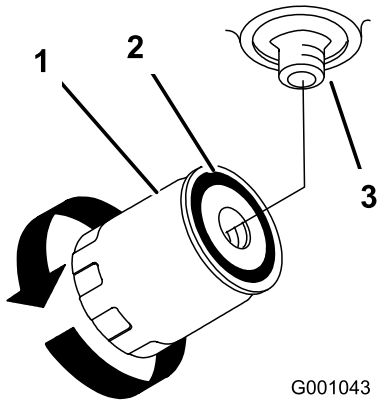

Figur 76
3. Stryk på ett tunt lager hydraulolja på utbytesfiltrets gummipackning (Figur 76).
7. Fyll hydraultanken med hydraulolja tills den flödar över vid filtret, och vrid sedan oljefiltret medsols tills gummipackningen kommer i kontakt med filteradaptern. Dra sedan åt filtret ytterligare 1/2 varv (Figur 76).